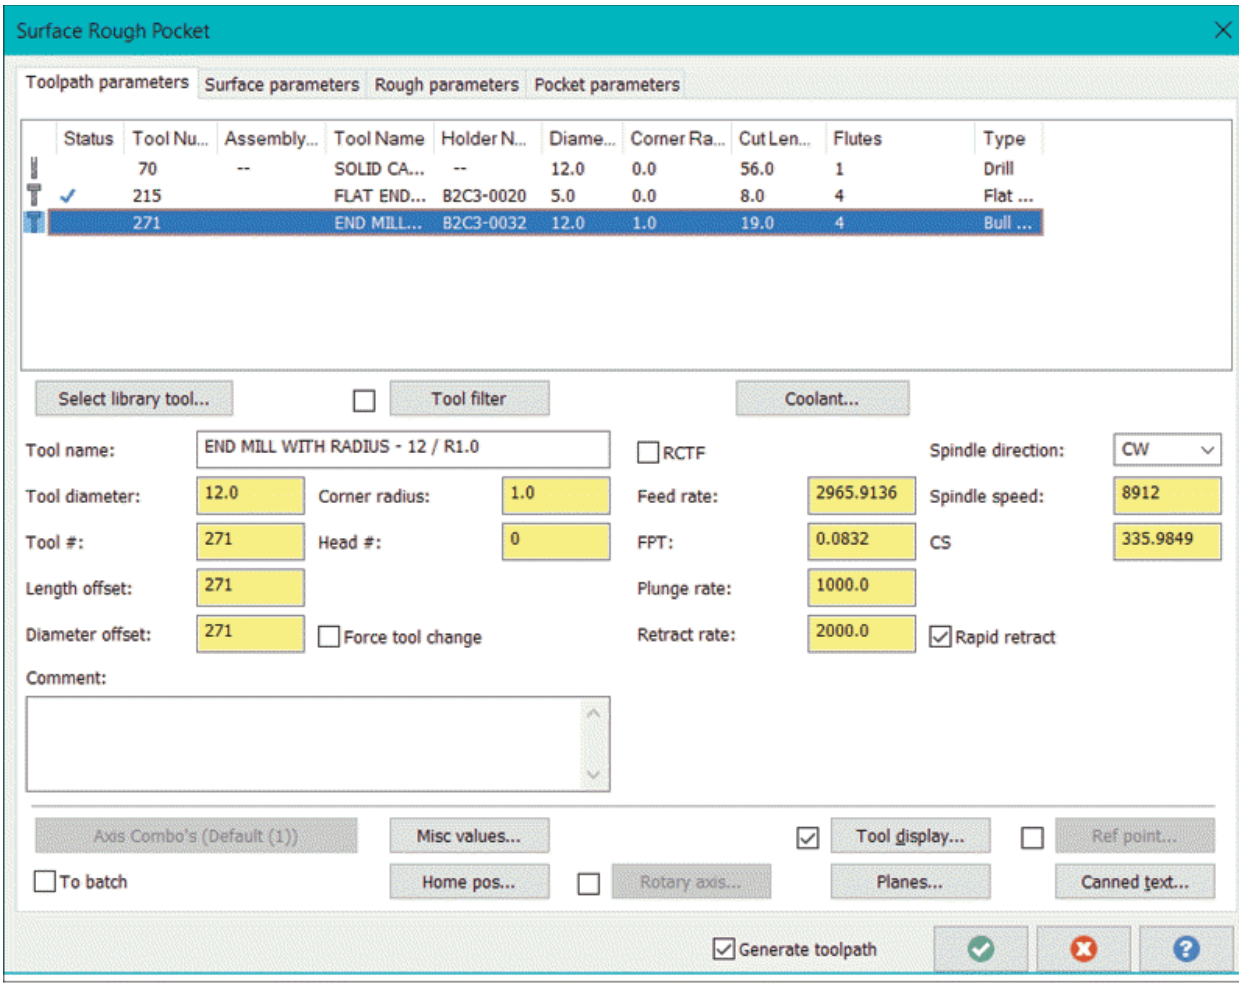

Figure-11. Surface Rough Pocket dialog box
- After selecting desired entities, click on the **OK** button from the dialog box. The **Surface Rough Pocket** dialog box will be displayed; refer to Figure-11.